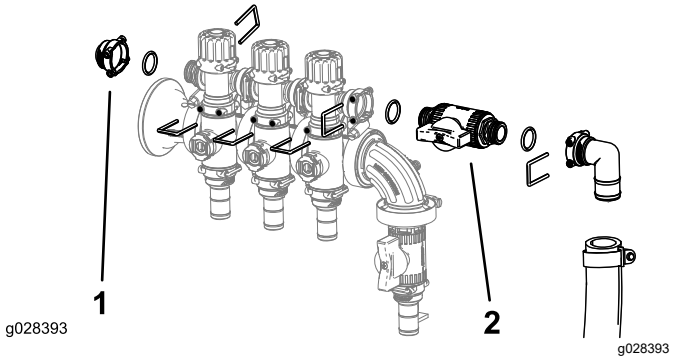

Rysunek 6
5. Zamontuj zespół regulacji obejścia, zaślepkę żeńską, pierścienie uszczelniające, zawór odcinający oraz zespół złącza i węża za pomocą uprzednio usuniętych elementów ustalających, jak pokazano na Rysunek 6.